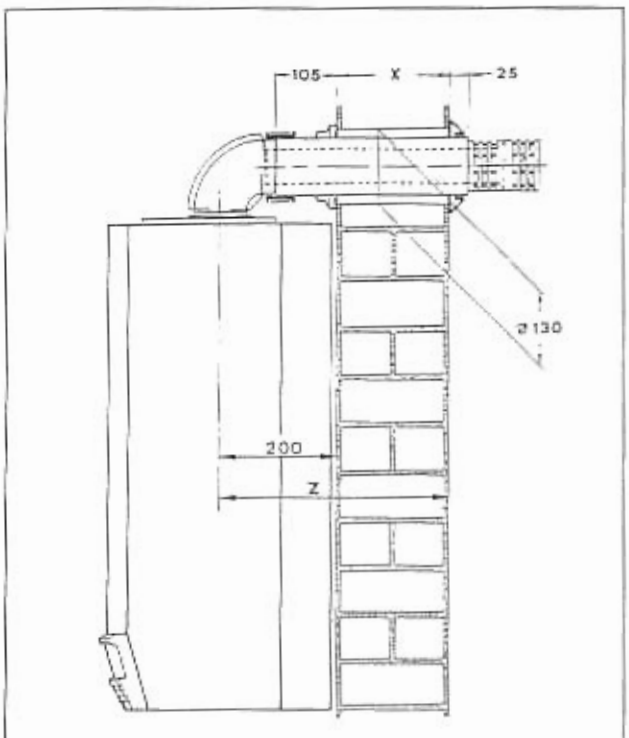

Fig. 10
- Determine whether an extension duct is required with reference to the **Z** dimension shown in figs 10 - 11 - 13. Alternatively wall thickness information is given in section 1.3.
Rear flue outlet (Only - fig. 10)